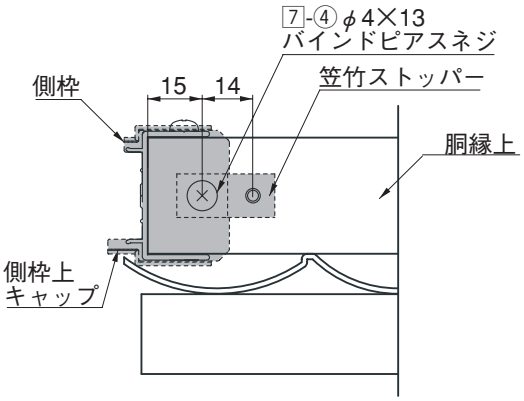

図8-3　笠竹ストッパー取付位置
❷笠竹ストッパーを図8-3のように2-②で取付けてください。